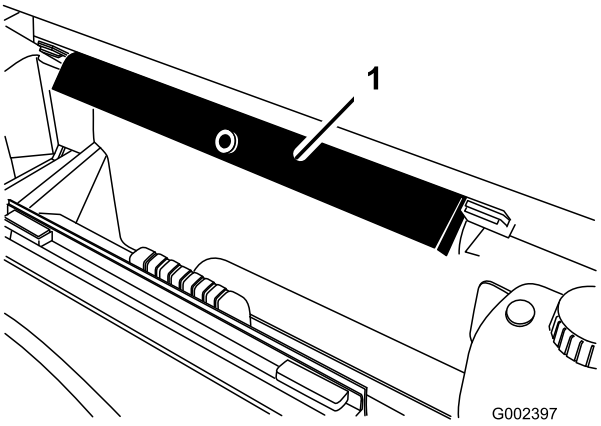

Figuur 30
2. Verwijder de laadbakbeveiliging van de opberghaken op de achterkant van het paneel van de rolbeugel (Figuur 30).